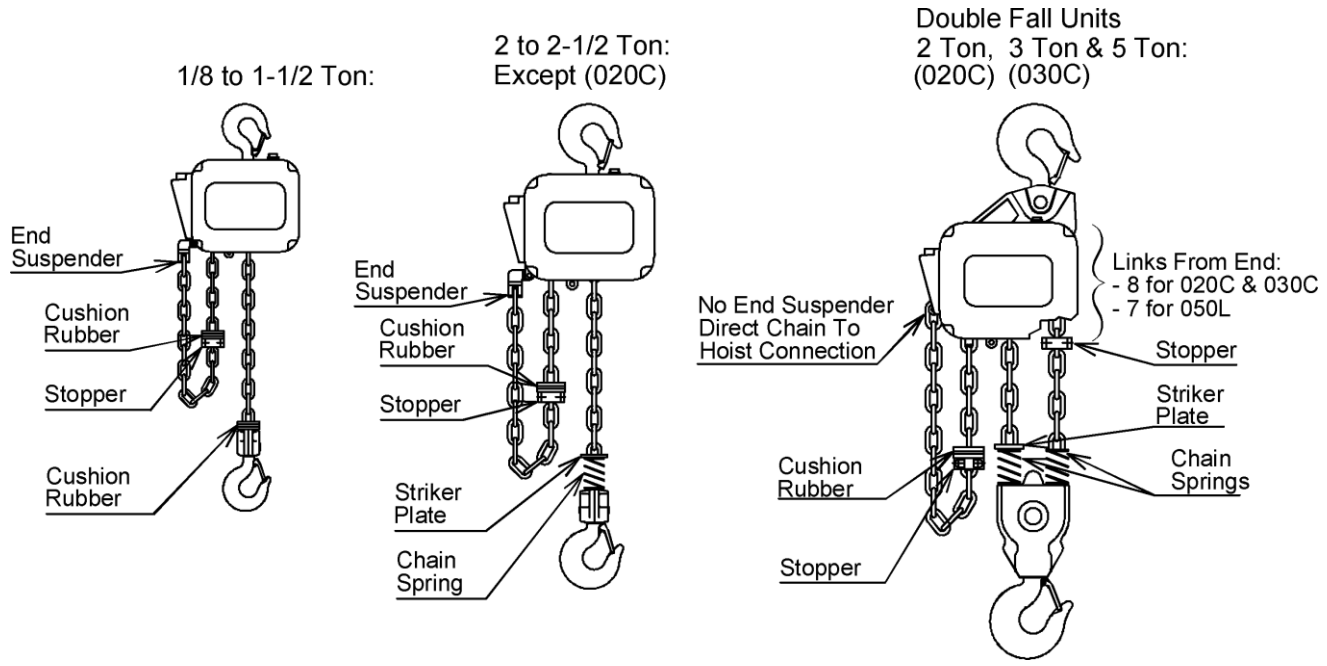

Figure 3-2 Chain Component Arrangement for Single Fall and Double Fall Hoists.
3.2.1 The quantity and location of the chain components including cushion rubbers, chain springs, and striker plates depend on the hoist model, capacity, and limits switches. Never operate the hoist with incorrect, missing, or damaged chain components. Refer to the hoist's nameplate, Table 3-1, as well as Figures 3-2, 3-3. Ensure that all chain components are in the correct location and properly installed.